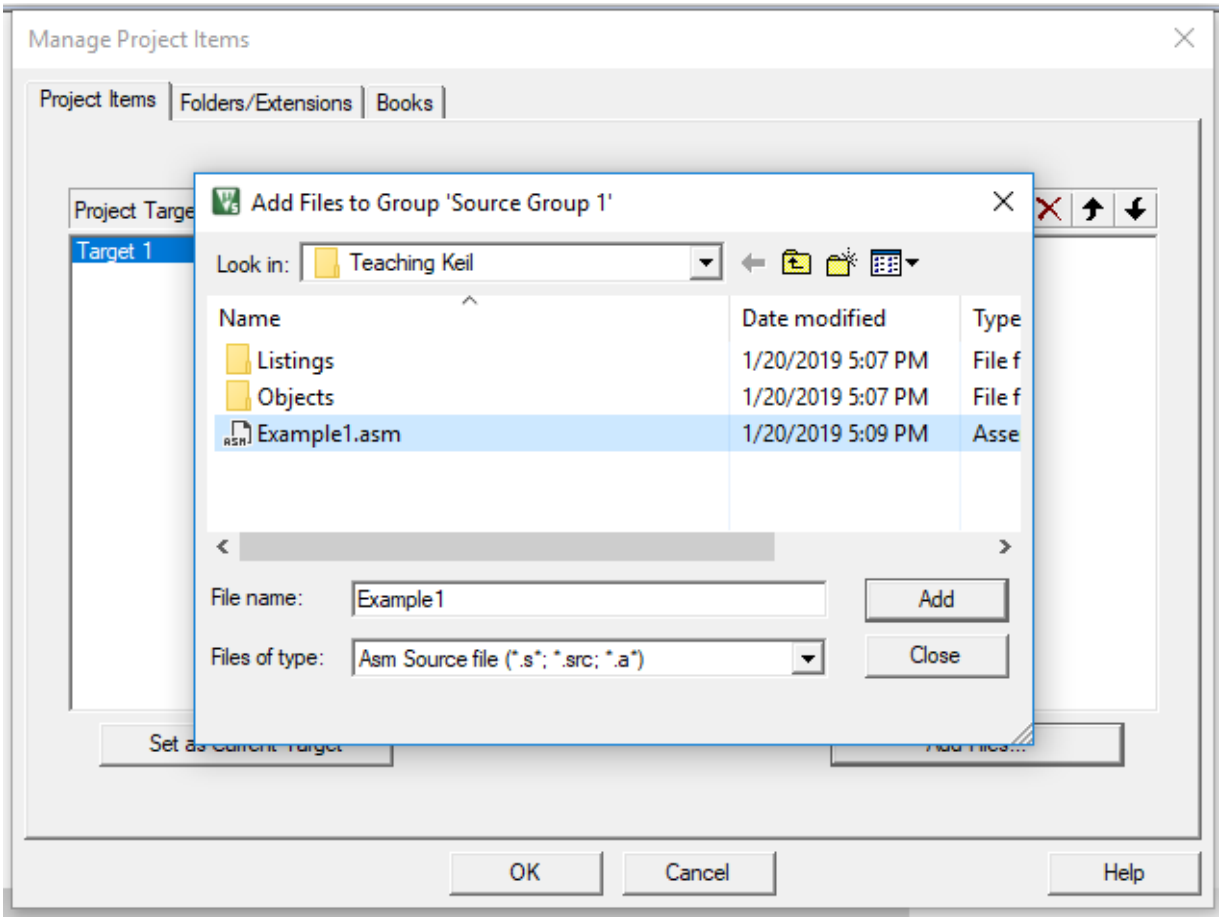

Figure 1.8
i) **Project**->**Manage**->**Project Items** -> **Addfiles** -> browse to the required file -> **OK** (Figure 1.8)